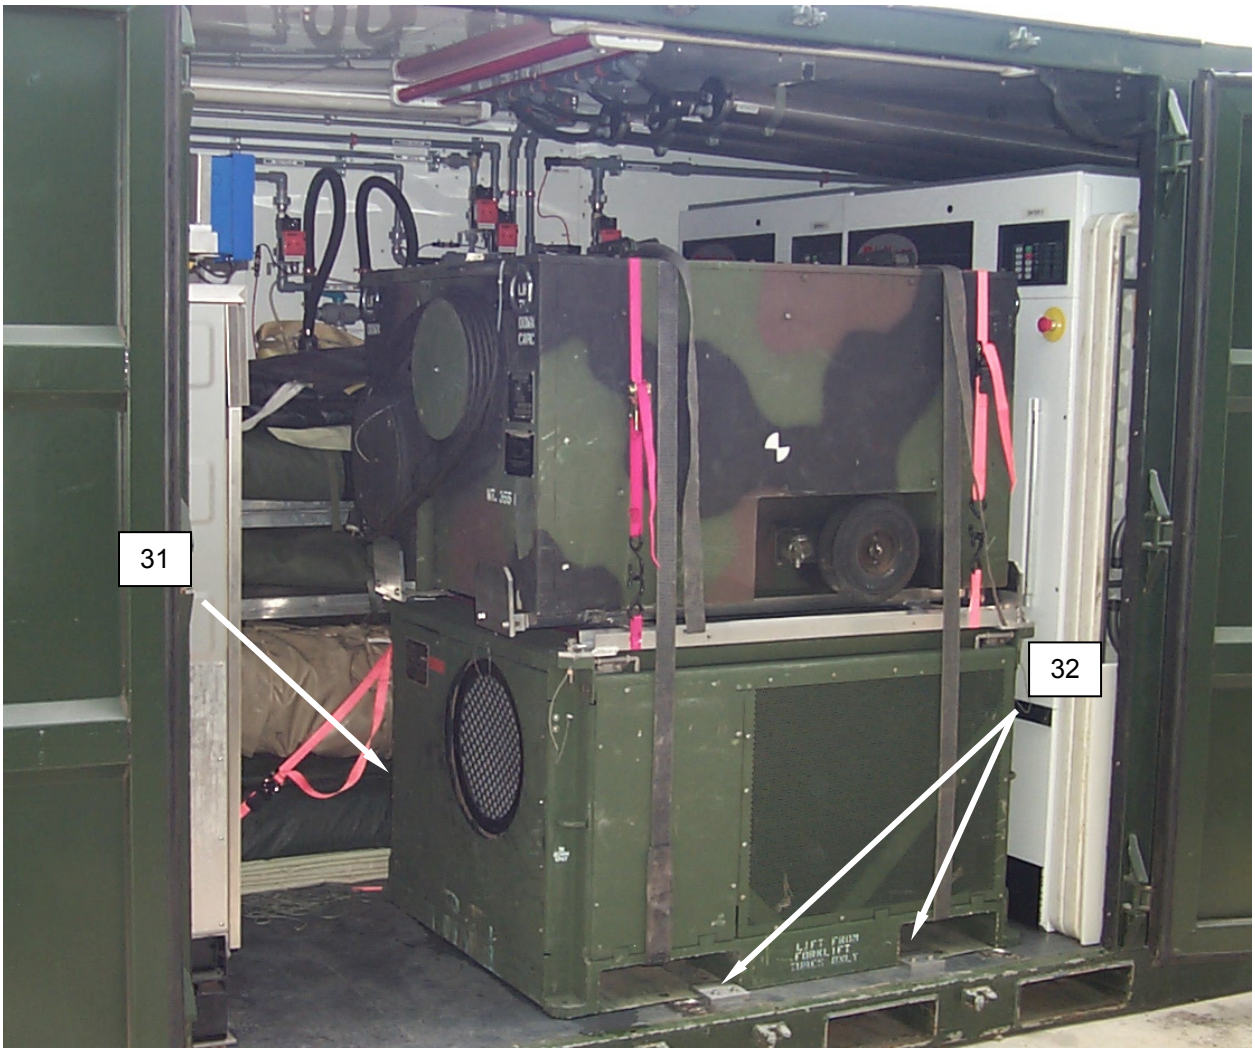

Figure 26. Centering the Fork Lift Pockets.
42. Ensure the forklift pockets on the FDECU **(Figure 26, Item 31)** are centered over the retaining bracket positions, and install the two flat retaining brackets **(Figure 26, Item 32)** in place in the CBL floor, clamping the forklift pockets.